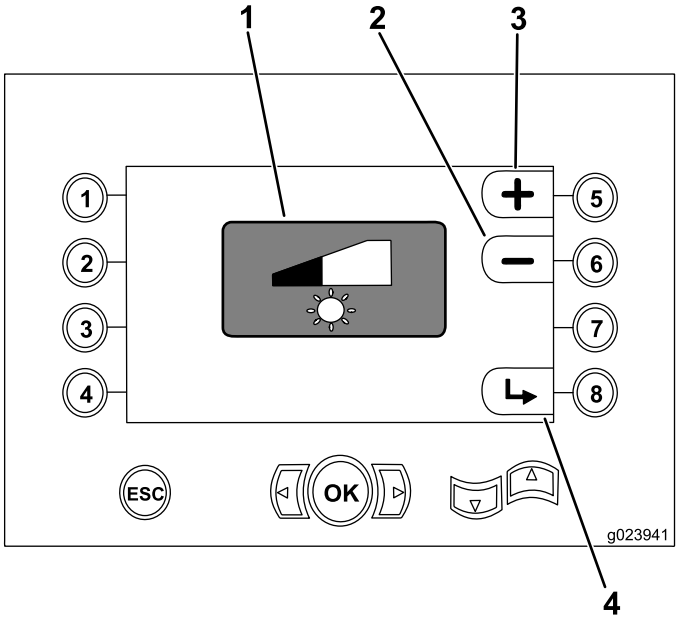

Рисунок 38
- Кнопка 5 – увеличение яркости дисплея (Рисунок 38)
- Кнопка 6 – уменьшение яркости дисплея (Рисунок 38)